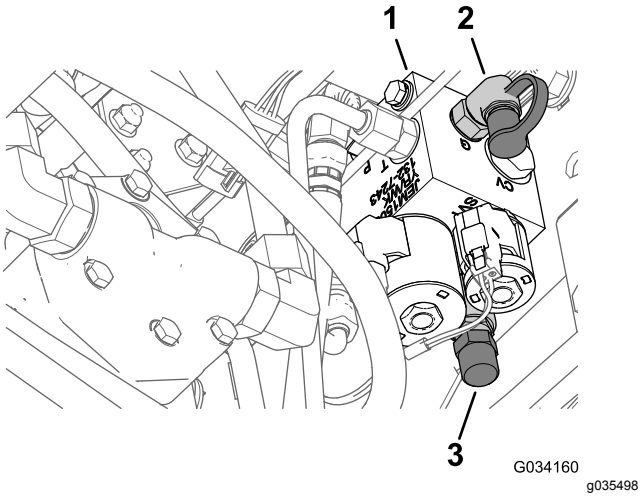

**Figur 14**
3. Slut en trykmåler til testporten bag løftemanifolden (Figur 14).
4. Fjern dækslet fra vægtoverførselspolen fra forsiden af løftemanifolden (Figur 14).
5. Løsn kontramøtrikken nederst på vægtoverførselspolen (Figur 14).